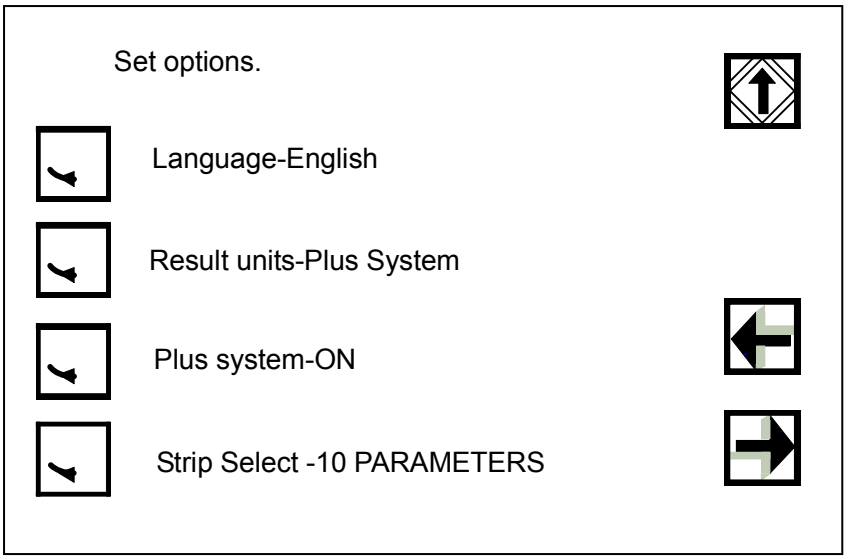
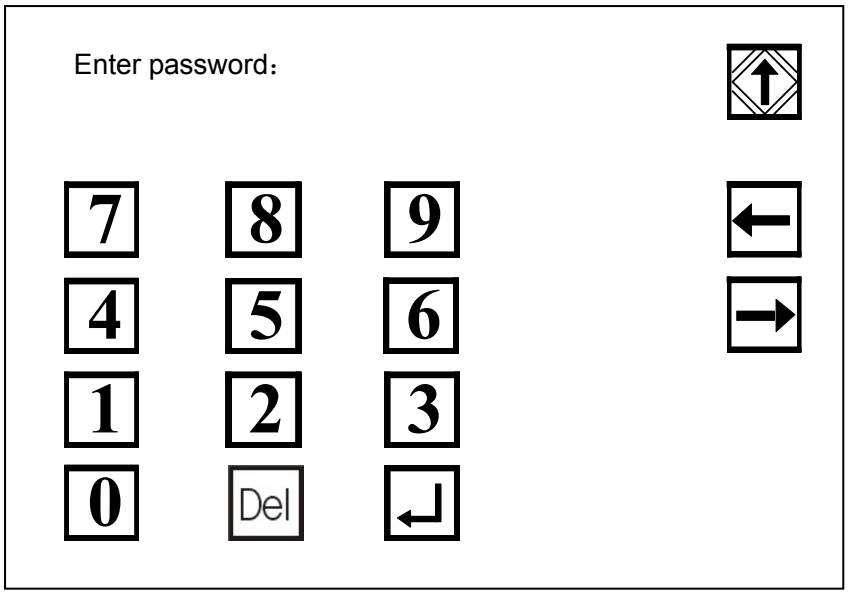

Figure 3-27
Figure 3-34
Touch the  in front of “Plus system” (figure 3-27), it will switches between “ON” and “OFF”.
Touch  in set sub-menu 1 in figure 3-21, if the screen shows the following content in figure 3-34 instead of figure 3-27.
Figure 3-34 is password entering page, indicating that later pages has been protected by a password.
Use the number keys to enter the password and touch  to confirm. If entering correct password, figure 3-27 will show. However, if entering incorrect password or touching  after entering the password, figure 3-21 will show.
Touch  in set sub-menu 2 In figure 3-27，the screen shows as follows:
b) When it shows "Password for setup -ON", touch  in set sub-menu 1 in figure 3-21, the screen displays set sub-menu 2 as figure 3-34. Only with the right password can the screen enter into setup menu 2 as in figure 3-27.